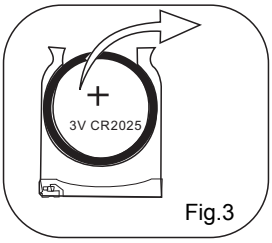

Fig.3
- Remplacez l'ancienne pile-bouton par une nouvelle pile-bouton de type CR2025, le symbole de polarité vers le haut, comme illustré dans la Fig. 3.